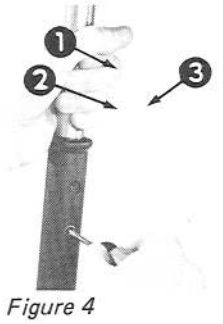

Figure 4
9. Utilisez un tournevis Phillips et serrez la vis de la poignée tout en tenant l'écrou en plastique (Fig. 4).